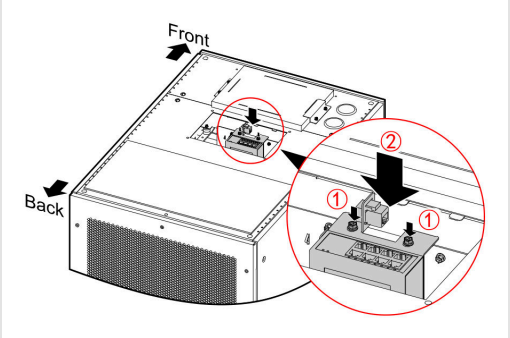

FIGURA 3-37 Passo 4 — rimontaggio del dispositivo
4. Rimontate il dispositivo di rete assemblato (Figura 3-37).